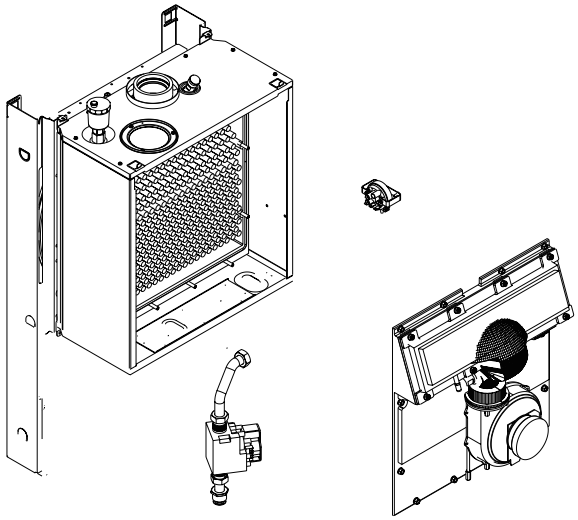

Fig. 30
6.21 COMBUSTION COVER (fig. 30)